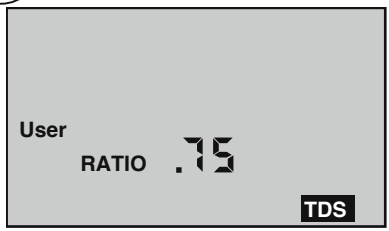

Figure 4
b. Press CAL/MCLR twice (to skip over tempco adjustment) and “**RATIO**” will appear (see Figure 4).